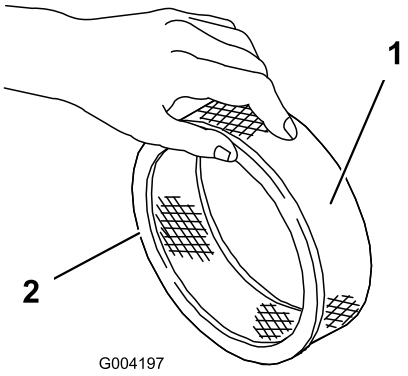

**Figur 17**
5. Efterse papirfilteret for revner, en olieagtig film og beskadigelse af gummipakningen (Figur 17).
1. Skub forsigtigt skumforfilteret over på papirindsatsen (Figur 17).